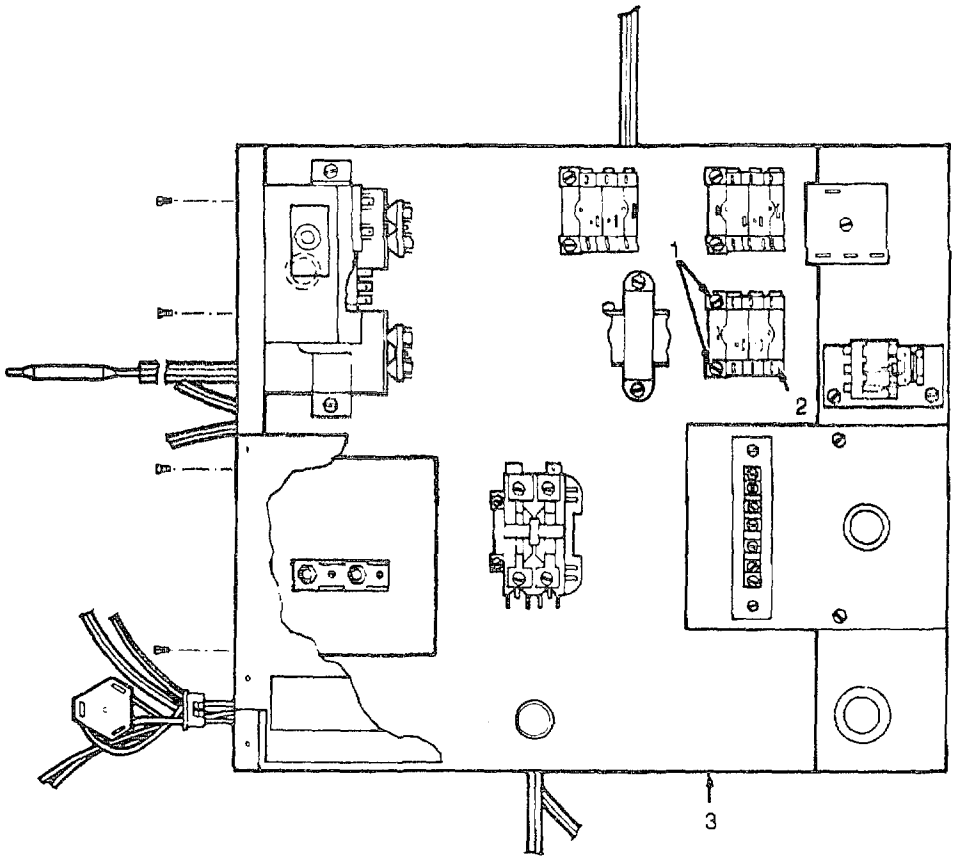

Figure 4-29. Fan Relay
(1) Check the fan relay (2, Figure 4-29) with a multimeter. The multimeter should show the relay opening and closing as you manually open and close the contacts.
(2) Install the control box cover. See para 4-23.
(3) Install both front door assemblies. See para 4-17,
(1) Tag and disconnect all wires to the fan relay (2, Figure 4-29).
(2) Remove the two screws (1) from the fan relay (2) and pull the fan relay out of the control box (3).